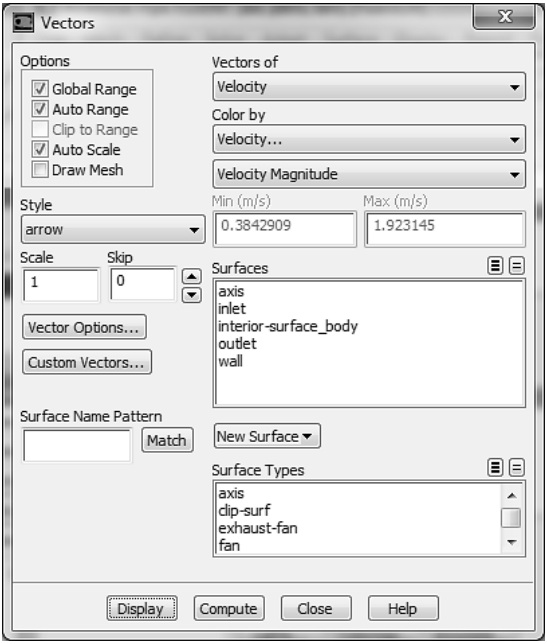

Рис. 59.
3) В появившемся окне Vectors, рис. 59. жмем кнопку Display. В графическом окне будет показано поле векторов скоростей.